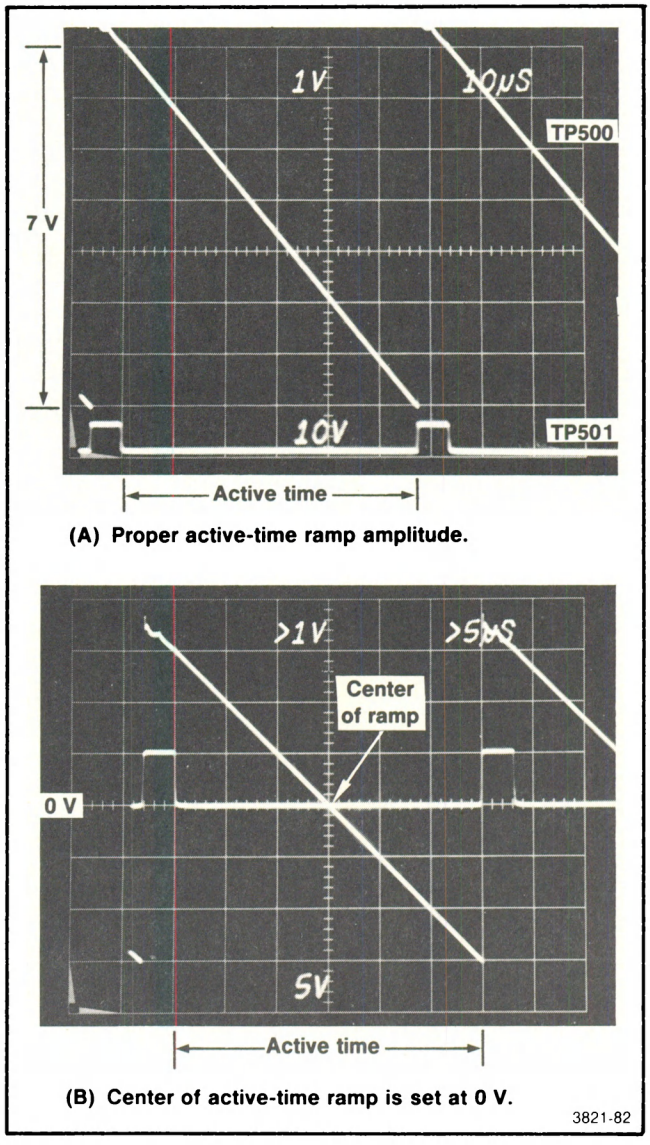

Fig. 7-13. Proper active-time horizontal ramp waveforms.
g. Move the Ch 1 10X probe to TP611 on A8A2 and check that the 7 V ramp is the same as shown in Fig. 7-13 except of opposite polarity.
The waveforms at TP500, TP523, and TP420 on A8A2 must be correct before proceeding with steps 14 through 16. Figs. 7-13, 7-14B, and 7-14C show the correct waveforms.